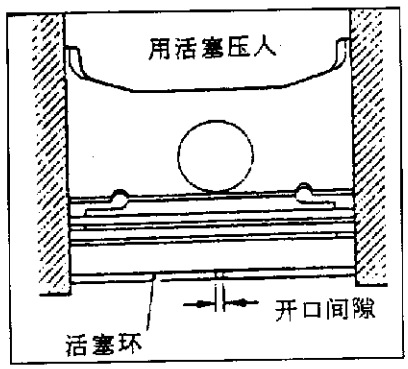

图2-1-32
(3)将活塞环放在汽缸内，利用活塞顶面使其放正，然后用厚度规测量活塞开口间隙，如图2-1-32所示。开口间隙过大时，应更换活塞环。